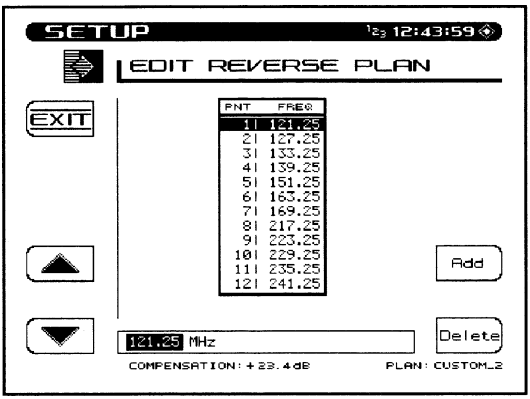

Fig. 14-18 The EDIT REVERSE PLAN Screen
1. Press the ***Edit*** soft key to display the EDIT REVERSE PLAN screen shown in Fig. 14-18.